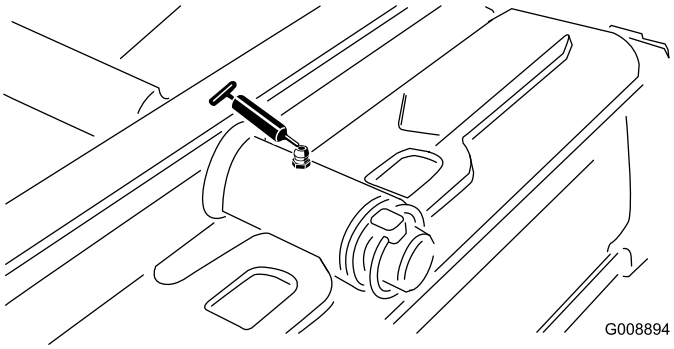

Figuur 30
- Draaipunt van achtermaaidek (Figuur 30)